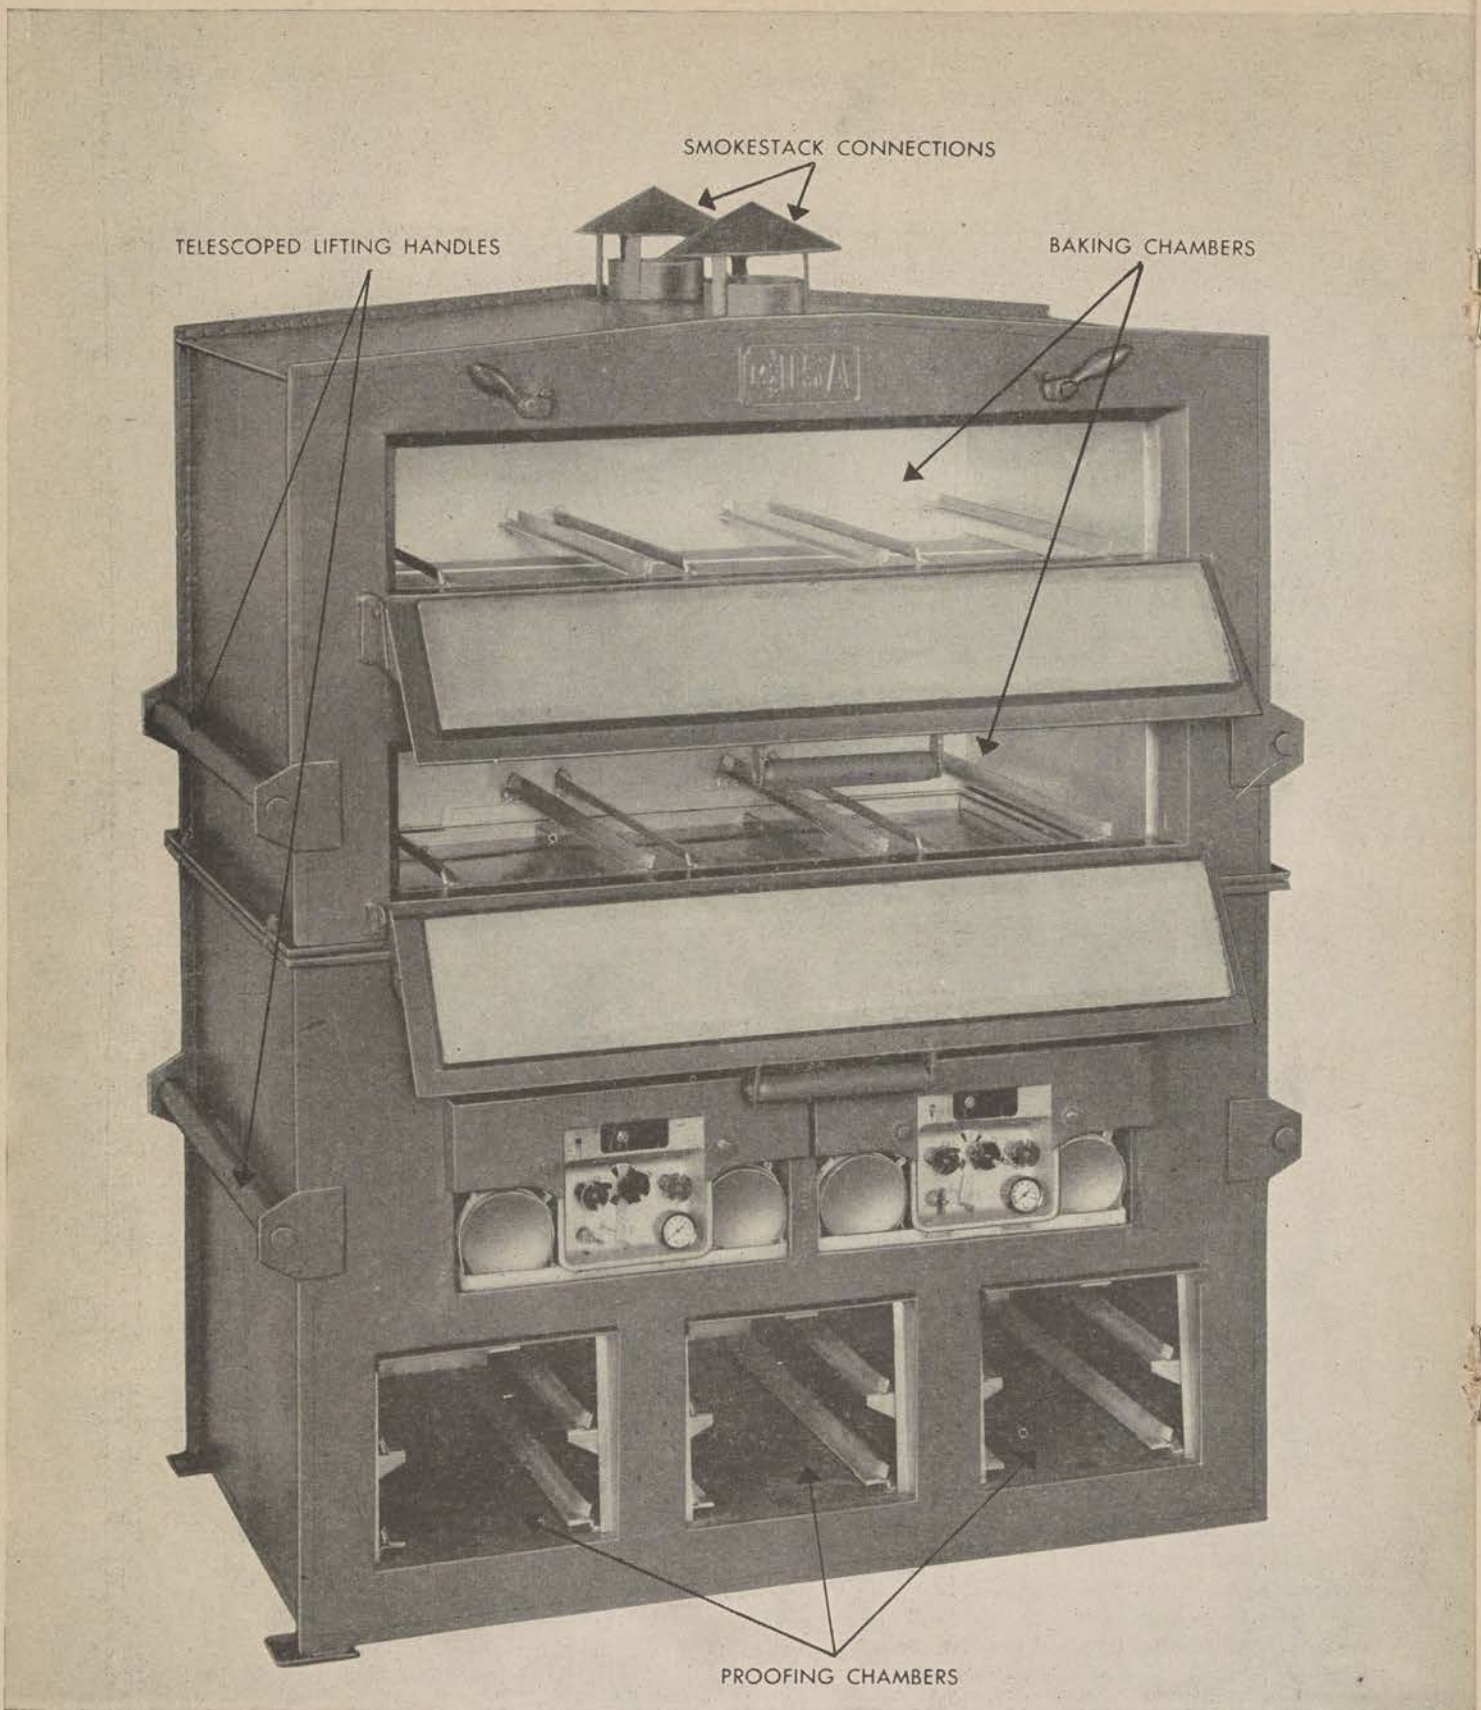
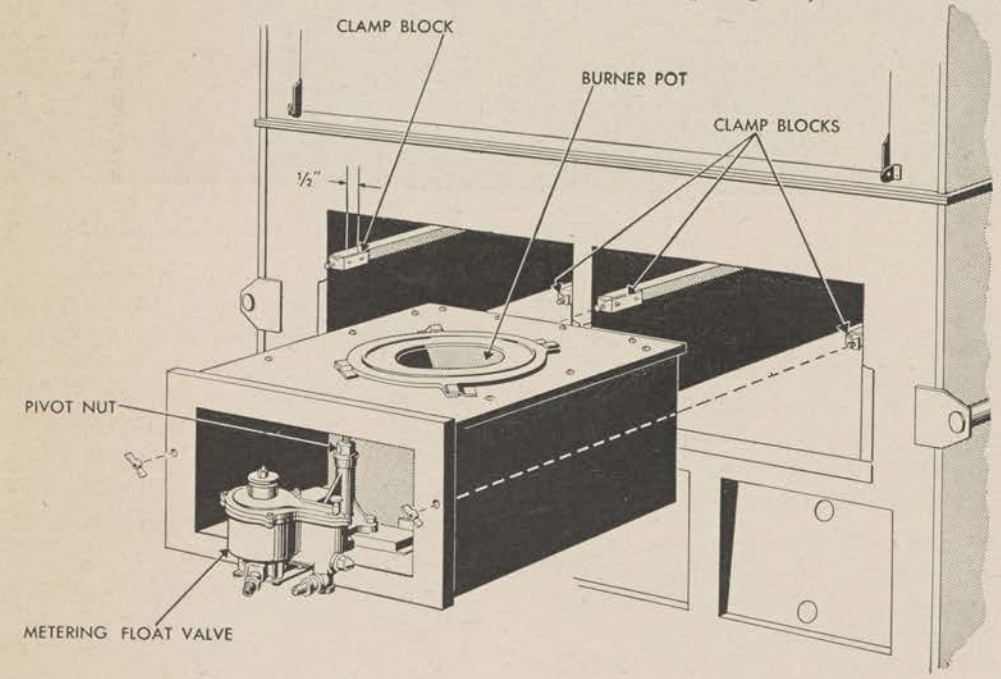

Figure 64. Oven, bake, field, M1942 (65–A–5500), equipped with units, fire, M1937 (65–J–2605).
Figure 69. Method of installing burners, pot type (65–A–4910), in oven, bake, field, M1942.
a. The field bake oven M1942 (stock No. 65–A–5500), (fig. 64), is a large two-deck oven which will produce 48 pounds of round field bread or 60 pounds of garrison field bread in a baking period of 1 to 1½ hours. Baking time depends on the type of bread being baked, the type of burner used, and local climatic conditions. One section of a bakery company operating two ovens will produce bread for approximately 2,500 men each day. (For a list of component parts and accessories of the outfit, baking, field, M1942, see sec. IX, app. For a list of parts for mechanical maintenance, see sec. X, app.)
54. Firing with Unit, Fire, M1937 (see fig. 64)
(3) See section XI, appendix, for a list of parts for mechanical maintenance.
b. INSTALLATION (see figs. 69 and 70). (1) Attach the clamp blocks to the edges of the burner rails. (See fig. 69.) Place these blocks about one-half inch from the front, making sure that the edge of the pan enters the slot in the block full depth. Fasten each block with the two square head screws provided.
(2) Slide one burner unit into each burner compartment of the oven, so that the studs on the clamp blocks pass through the holes in the burner units. Clamp each burner unit with the two wing nuts. The joint around the front of the oven and the burner unit must be air tight, as any leak around this joint will interfere with combustion. It may be necessary to calk the crevices between the burner and the oven with mud or other available material.
(3) Place the cap over the rear stack connection and seal it firmly with furnace cement. (See figs. 64 and 70.) Any leak at this connection will interfere with combustion. (A few early model M1942 ovens are in use, which do not have the rear stack connection.)
(4) Join the three lengths of stack together and attach the assembly at the front connection. (See figs. 64 and 70.)
(5) Swing the float valve into operating position. The float valve on each burner is mounted on a pivot. During transportation of the oven the valve is swung into the housing and locked; for operation, the valve is swung out. To change the position of the valve, loosen the large nut on the